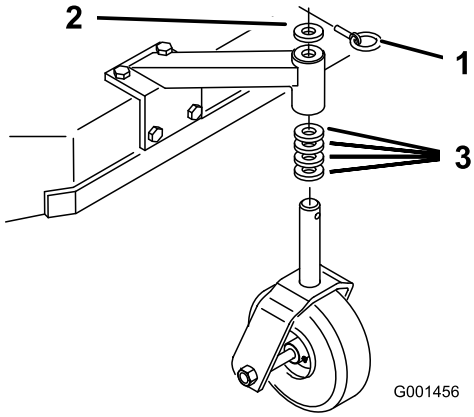

Figura 17
1. Usando la Tabla de alturas de corte, ajuste los espaciadores de las ruedas giratorias según el taladro de eje seleccionado (Figura 17).
2. Retire el pasador, retire la rueda giratoria del soporte y cambie los espaciadores (Figura 17).
3. Instale la rueda giratoria en el soporte e introduzca el pasador (Figura 17).